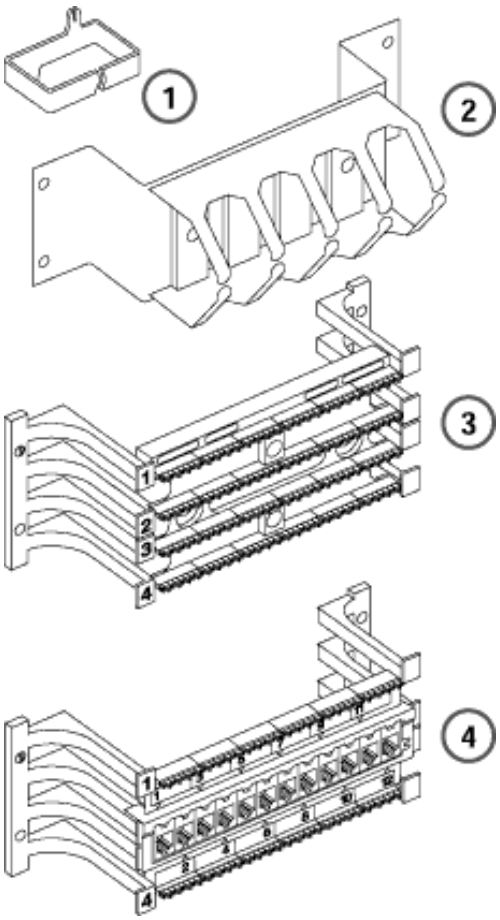

Figure 4-2. RJ21X Wiring Field Hardware
Build the wiring field between the network interface and the control unit using 110AB1-100JP12 termination blocks with modular jacks and associated hardware. Figure 4-2 shows the hardware you will need.
2. Mount the wire troughs and the termination blocks. See Figure 4-2 ‘‘RJ21X Wiring Field Hardware’’ on page 4-5.